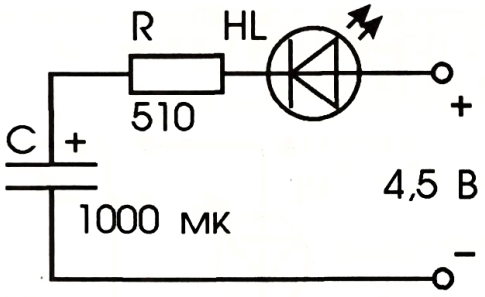

Рис. 12
1. Наблюдайте, в течение какого времени горит светодиод (рис. 12) при включении цепи к источнику питания. Объясните, почему так происходит?